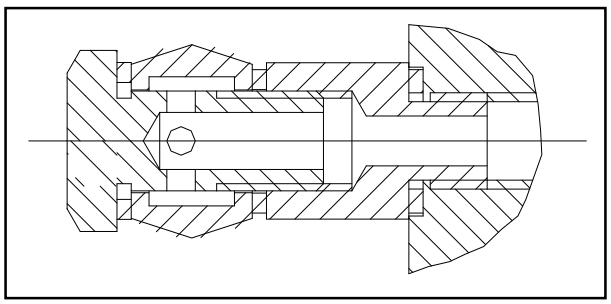

Fig. 34
• Connect the hydraulic unit to the circuit crossing with a flexible pipe. (Fig. 34)